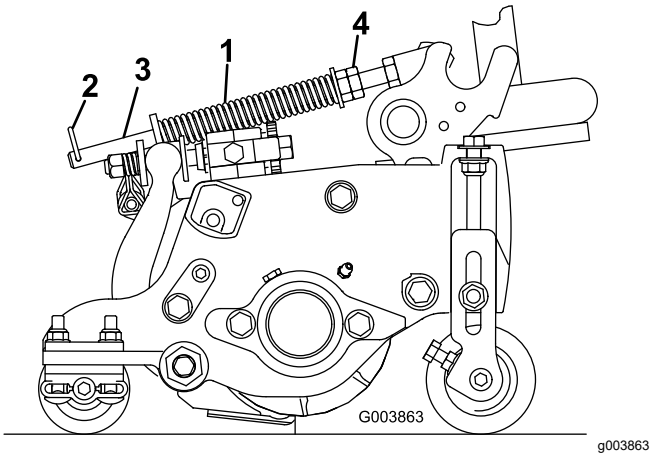

図 21
ターフ補正スプリング図 21は、前ローラから後ローラへと、カッティングユニットの体重移動を行います。これによりユニットを安定させ、いわゆる「波打ったような」仕上がりボビングとかマーセリングといわれる現象を防いでいます。
1. ヘアピンコッターがスプリングロッドの後の穴に差し込まれていることを必ず確認しおいてください図 21。
2. スプリングロッド前部の6角ナットを締めて、スプリング圧縮状態の長さが15.9cm になるようにする図 21。